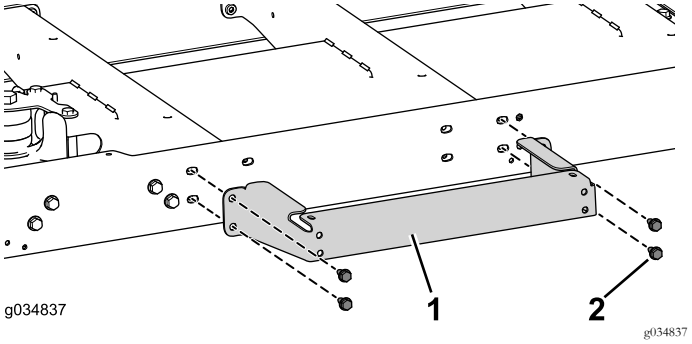

Figur 77
1. Montera plattformsstödet löst på mittkanalen med fyra skruvar (5/16 x 3/4 tum) (Figur 77).